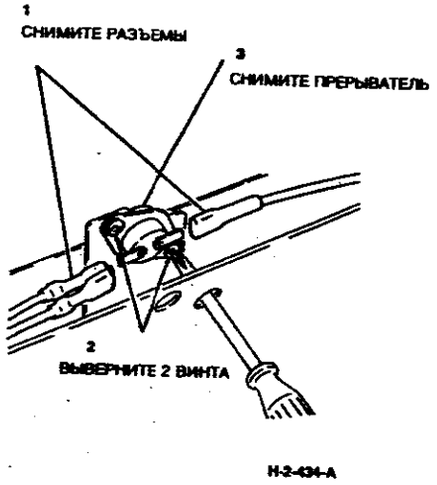

**Рисунок 2. Снятие термопрерывателя**
4. (Рисунок 2) Снимите термопрерыватель (TC10-001).